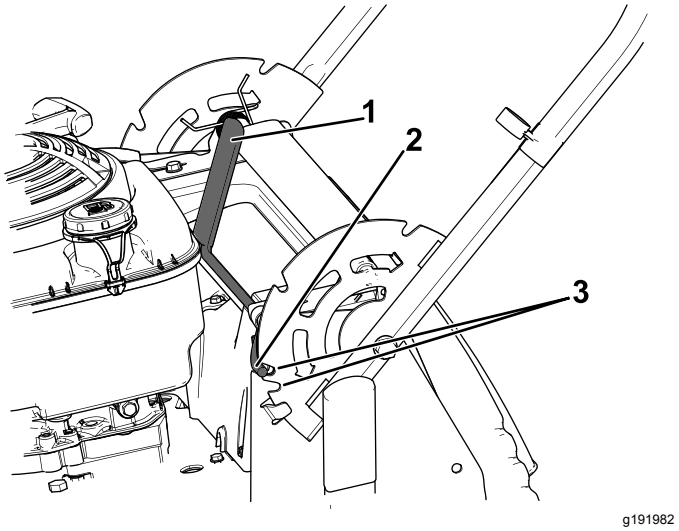

Figuur 15
1. Trek de handgreepgrendel naar achteren om de vergrendelpennen vrij te stellen (Figuur 15).
2. Draai de handgreep en lijn de gewenste inkeping van de handgreepbeugel uit met de vergrendelpennen; zie Figuur 15.